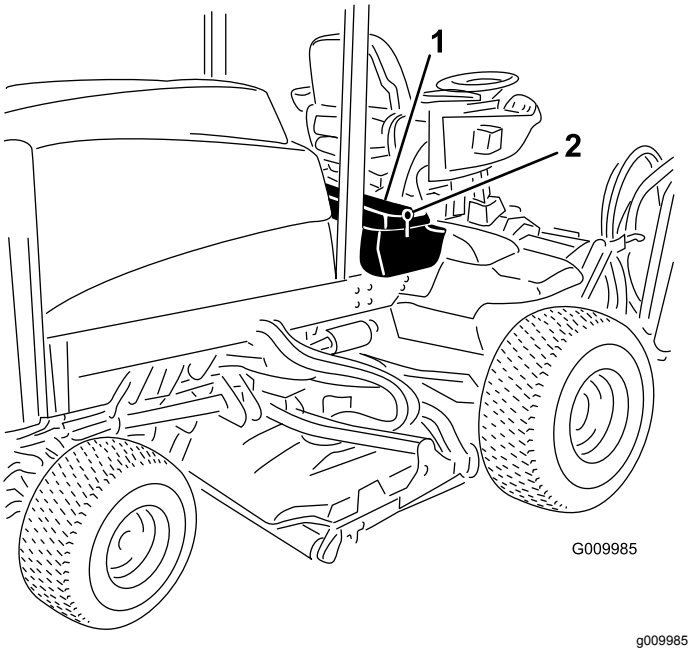

**Figur 65**
1. Lossa och höj förarens konsolpanel (Figur 65).